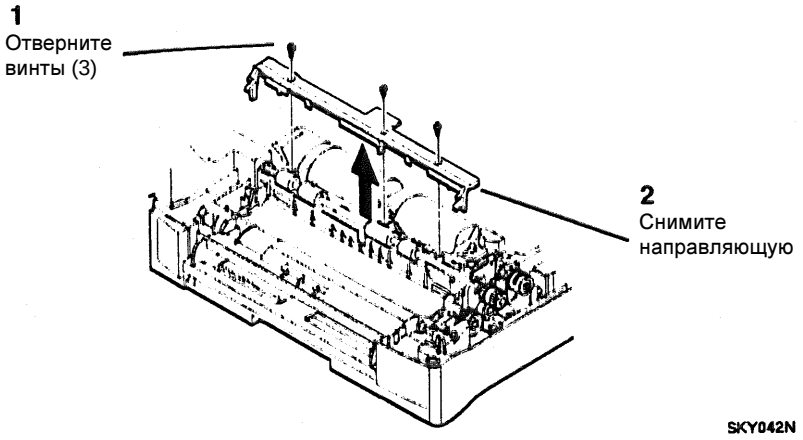

Рисунок 2. Снятие верхней передней направляющей бумаги
3. (Рисунок 2): Снимите верхнюю переднюю направляющую бумаги.